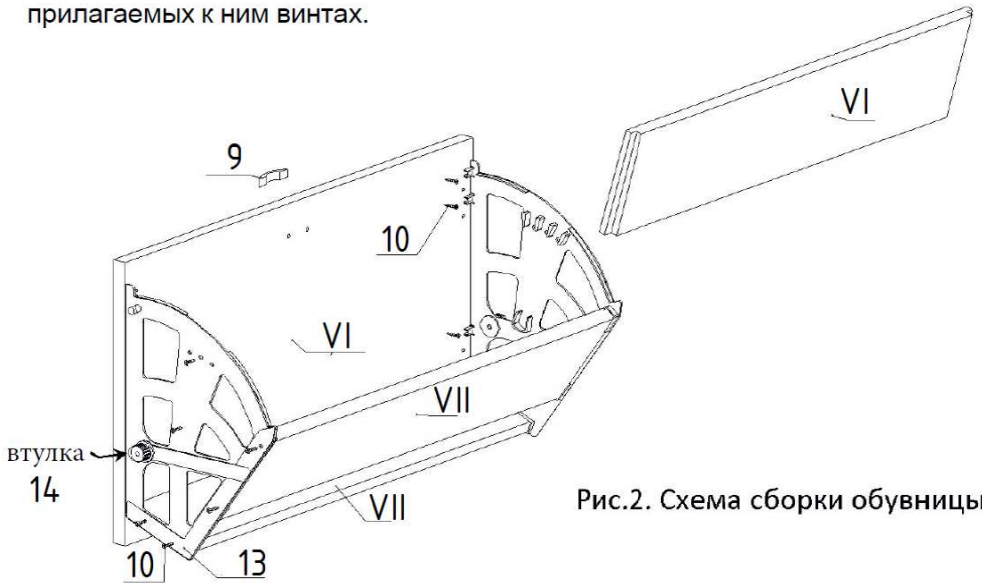

Рис.2. Схема сборки обувницы
Сборка обувницы: Собрать обувницы согласно схемы сборки (рис.2) . Планки (VII) вставить в пазы обувного механизма (13) и закрепить саморезами 3х15(10) . Возможен съем одной средней планки. Фасады (VI) закрепить к механизмам (13) саморезами 3,5х15(10), ручки(9) закрепить на прилагаемых к ним винтах.